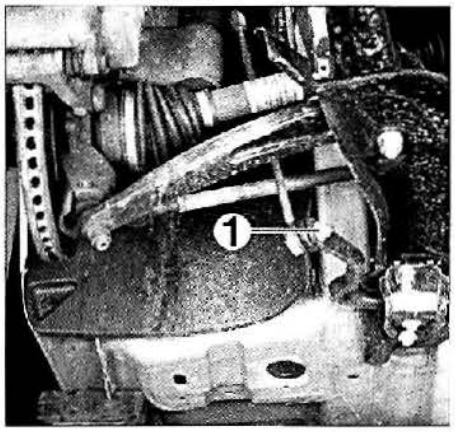

FIG. 5
- las tuercas (1) **(fig. 5).**